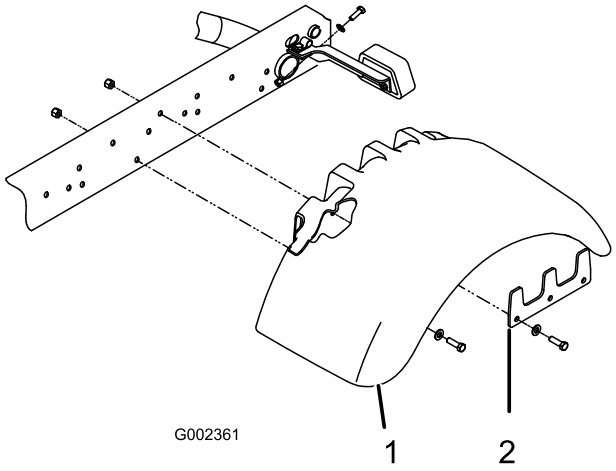

Figura 4
4. Fije provisionalmente un guardabarros a cada lado del bastidor con una placa de apoyo, 5 pernos de 3/8 x 1-1/4 pulgadas y una contratuerca, según se muestra en Figura 4.